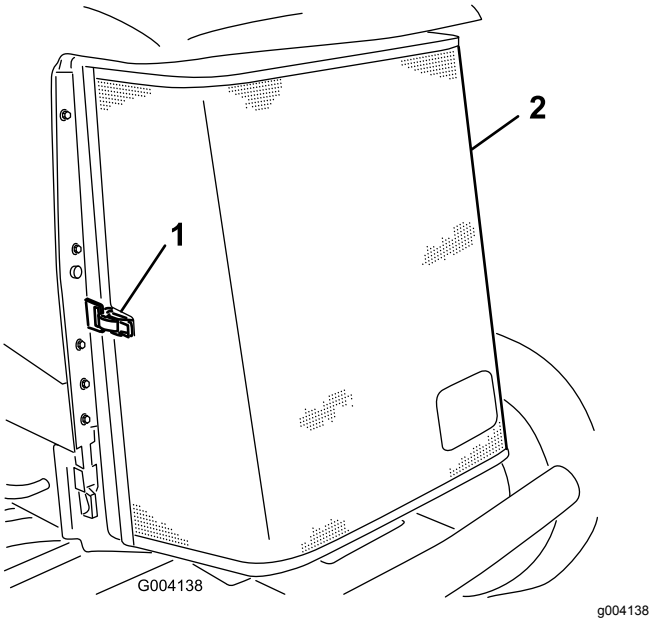

Figur 95
3. Lås klemmen op, og drej kølergitteret for at åbne det (Figur 95).